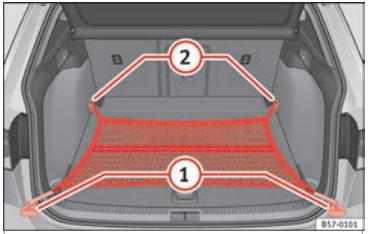

Fig. 158 In the luggage compartment: net bag hooked to the ground.
- As applicable, lift the front fastening rings ››› **Fig. 158** ②.
- Secure the net hooks to the fastening rings ② ››› ⚠. The bag zip should be facing upwards.
- Secure the net hooks to the fastening rings ①.